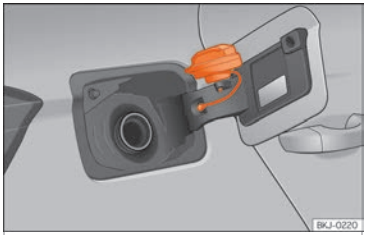

Fig. 58 Tampa do depósito com o tampão encaixado.
- Coloque-a no espaço existente na dobradiça da tampa aberta ››› **Fig. 58**.